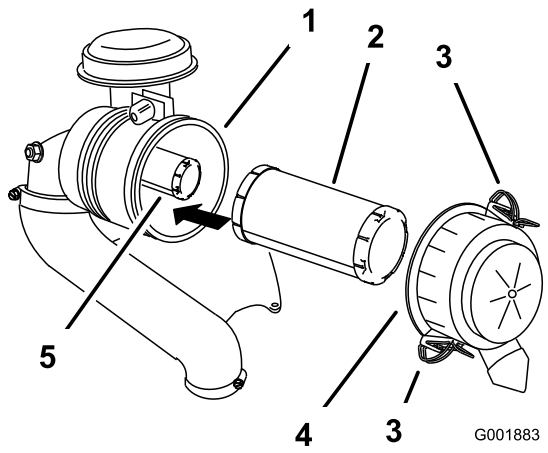

Figur 37
4. Åpne låsene på luftrenserdekslet og trekk luftrenserdekslet av luftrenserkroppen (Figur 37).
6. Skyv hovedfilteret forsiktig ut av luftrenserkroppen (Figur 37).
2. Hvis du skifter ut det indre filteret, skyv det forsiktig inn i filterkroppen (Figur 37).
3. Skyv hovedfilteret forsiktig inn over det indre filteret (Figur 37).
4. Sett dekslet på igjen, og fest låsene (Figur 37).